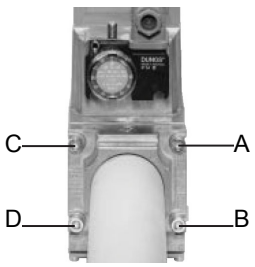
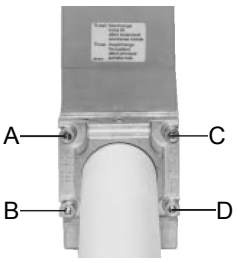

Рис. 7
Рис. 8
1.Расслабить винты A и B, но **не снимать** их (Рис. 7 и Рис. 8)
2. Отвинтить винты C и D (Рис. 7 и Рис. 8)